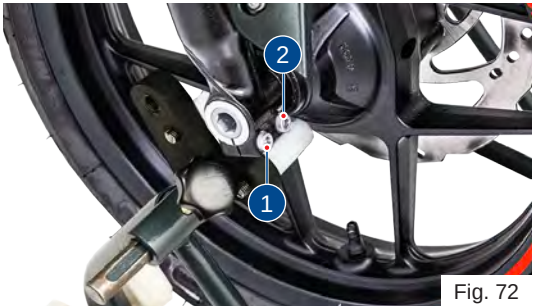

Fig. 72
- Loosen the right side clamping screws (1) and (2) **(ref. Fig. 72)**.